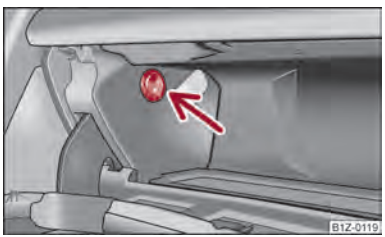

Fig. 76 Storage compartment: Using cooling system
– Open or close the air supply using the control dial ⇒ fig. 76.